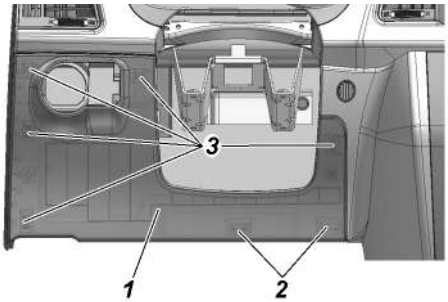

Рис. 9.35. Установка крышки блока реле и предохранителей :
– вывести из зацепления две защелки 2 (рис. 9.35) с оборотной стороны крышки блока, расположенные в нижней ее части;